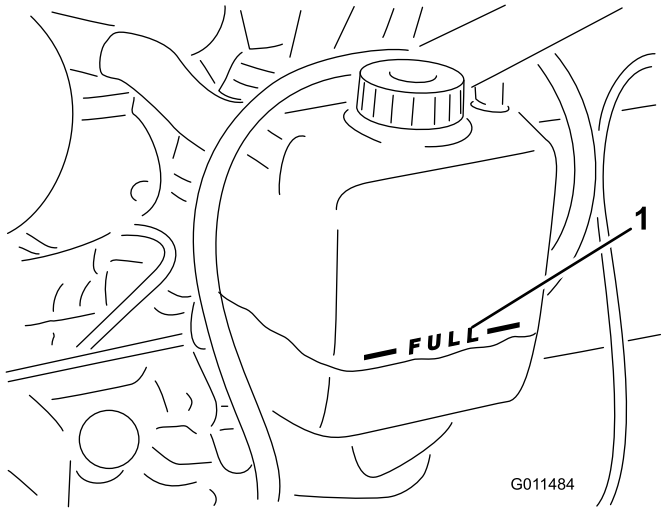

Figura 10
1. Retire cuidadosamente a tampa do radiador e a tampa do depósito de expansão (Figura 10).